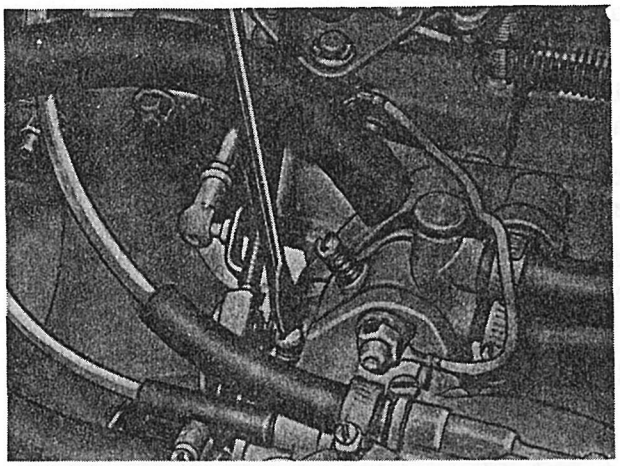

Afb. 2.6.3. Stelschroef op carburator
(1) Breng de motor op bedrijfstemperatuur en zet de motor daarna af.
(2) Open de motorkap en verwijder het reservewiel.
(3) Sluit op de uitlaat een CO-uitlaatgastester aan.
(4) Start de motor; let op dat de keuzehefboom in de stand "neutraal" staat.
(5) Draai de stelschroef in of uit tot het stationair-toerental van de motor ± 725 omw/min bedraagt (zie afb. 2.6.3.).